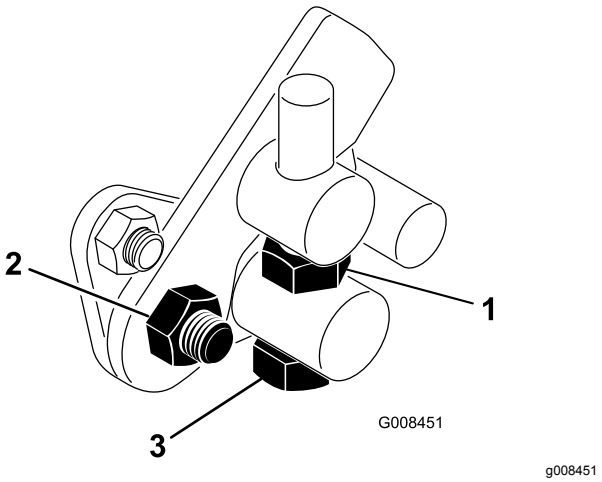

Figur 43
1. Løsne låsemutteren på vuggetappbolten (Figur 43).
4. Stram låsemutteren på vuggetappbolten og mutteren på pedaltappen for å låse justeringen (Figur 43). Sjekk justeringen, og juster etter behov.